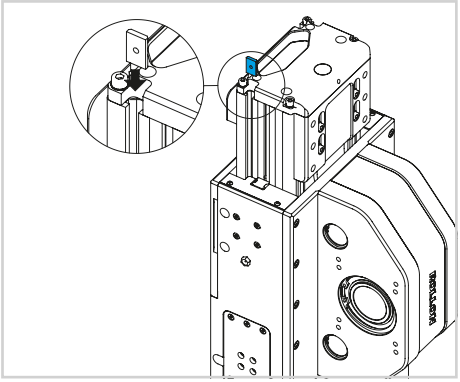

图 26
2) 将固定螺母插入通过上板进入的型材槽中。对要安装在型材下侧的传感器感应块也重复这一操作（图 26）。